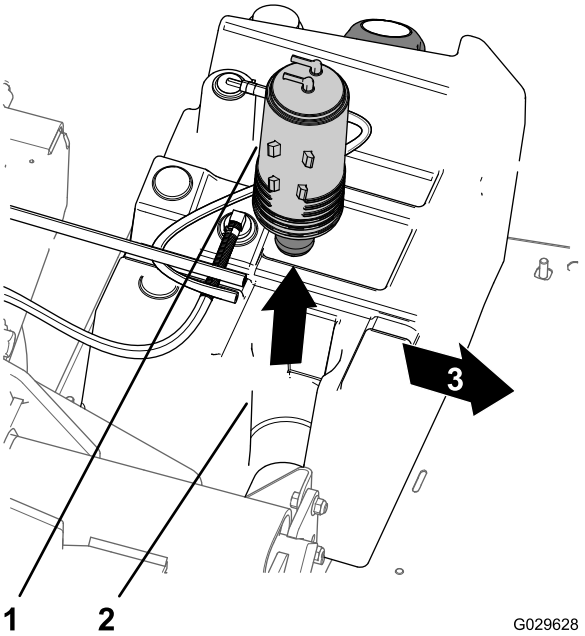

Rysunek 46
3. Wyjmij węglowy pochłaniacz oparów z mocowania pochłaniacza na zbiorniku paliwa (Rysunek 46).
7. Włóż nowy węglowy pochłaniacz oparów do mocowania węglowego pochłaniacza oparów na zbiorniku paliwa tak, aby złącza oczyszczania i zbiornika paliwa były skierowane do tyłu (Rysunek 46).